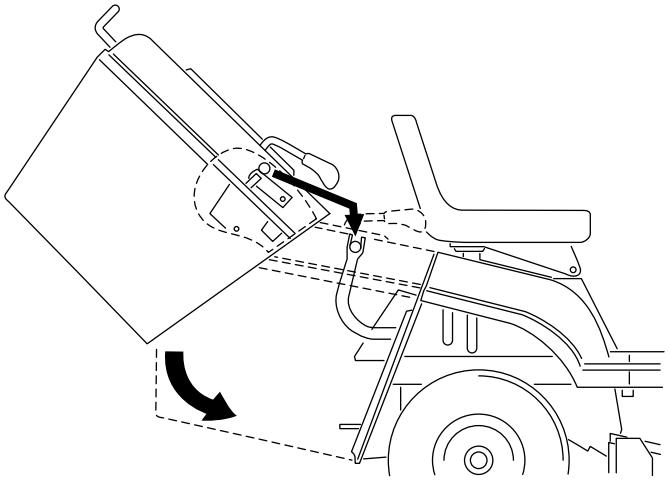

Figur 34
1. Bruk begge hendene for å tippe gressoppsamleren fremover (Figur 34).
2. Tipp oppsamleren fremover omtrent 40 grader og skyv den på de to støttebrakettene på bakenden av maskinen (Figur 34).